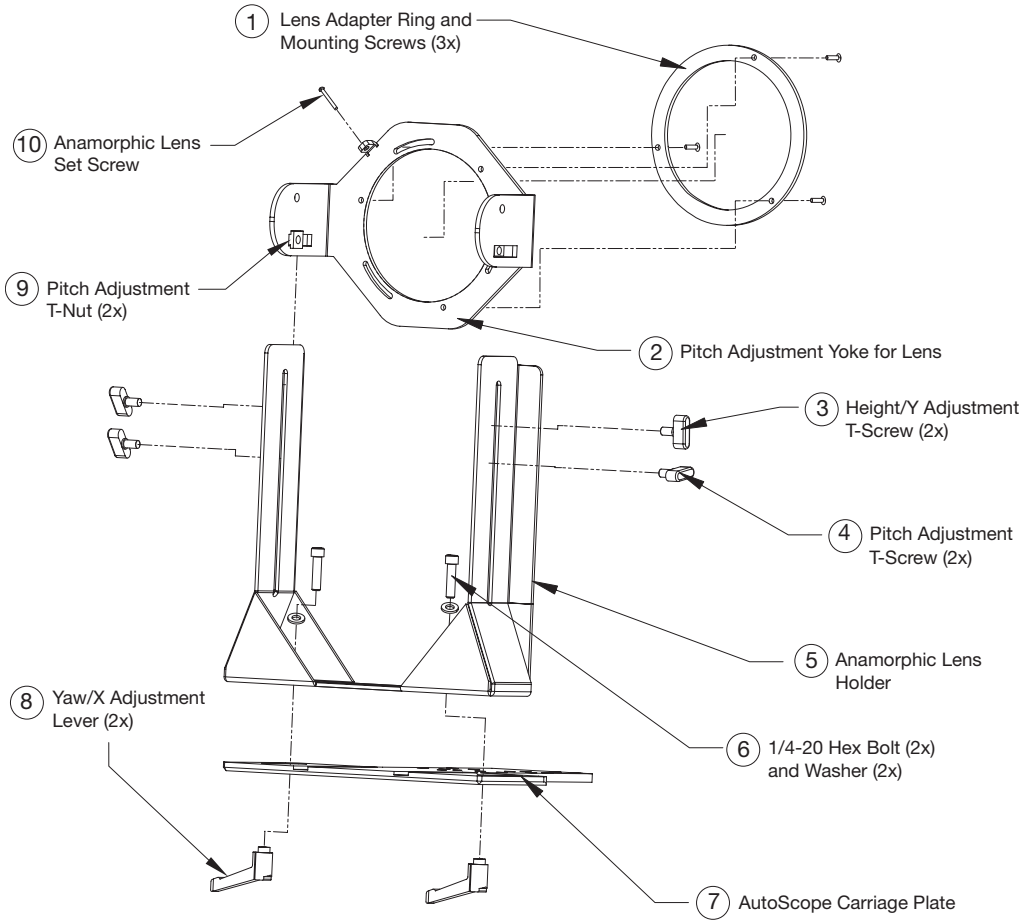

Figure 3-27. Anamorphic Lens Mouning Assembly - Exploded View
The SC-1 Anamorphic lens mount kit consists of everything shown in Figure 3-27. Some components shipped with your projector may differ slightly from what is shown in these instructions. If any items are missing or damaged, please contact your Runco dealer or Runco Customer Service at (800) 23-RUNCO.